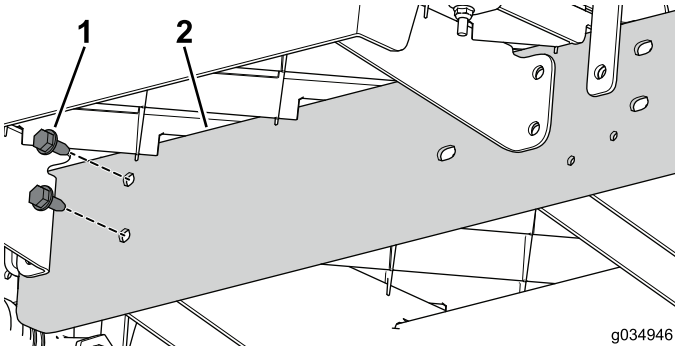

Figur 74
6. Brug de to bolte (5/16 x 3/4 tomme) til løst at montere forlængerskinnen på midterkanalen på den forreste del af maskinen (Figur 74).